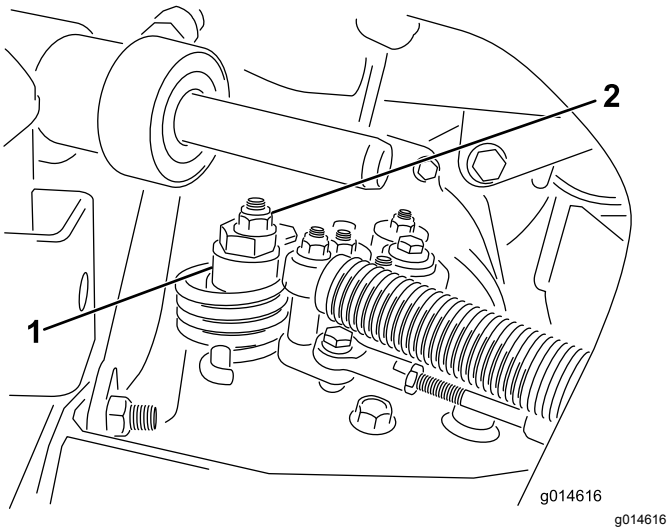

Rysunek 41
A. Poluzuj nakrętkę mocującą mimośród do górnej części higrostatu (Rysunek 41).
C. Obracaj mimośrodem, aż ustanie powolny ruch w każdym kierunku. Gdy koło przestanie obracać się, dokręć nakrętkę, blokując mimośród i regulację (Rysunek 41). Sprawdź prawidłowość wyregulowania, ustawiając dźwignię przepustnicy w położeniu NISKICH i WYSOKICH obrotów.